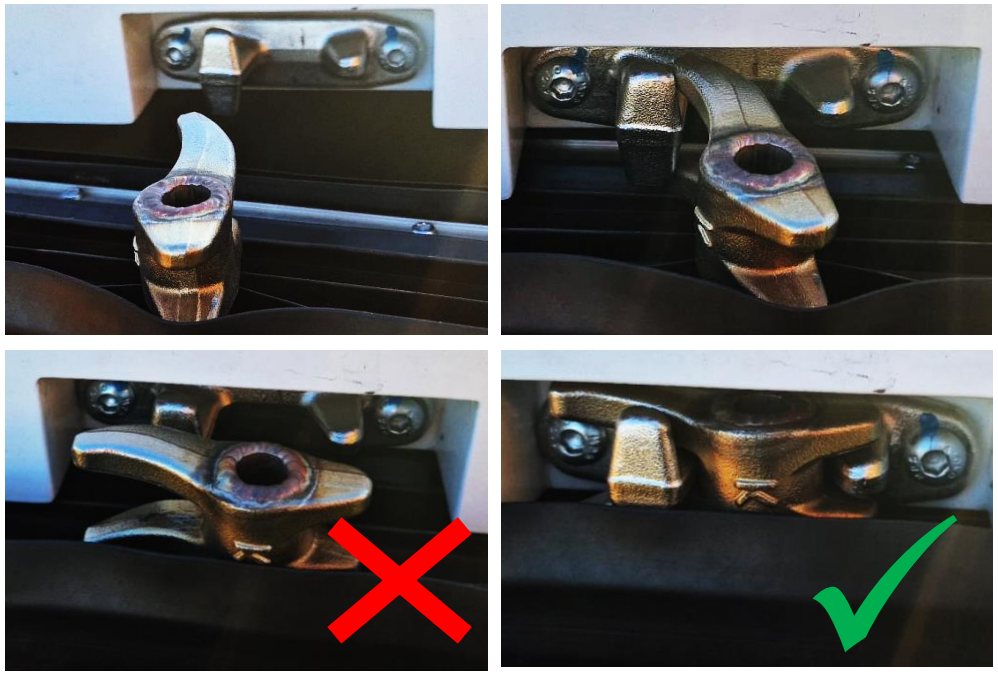

Figure 20 – Correct position of the two door cams.
2. **When the door seal touches the structure, make sure the two cams hooks the keeper** (Figure 20);